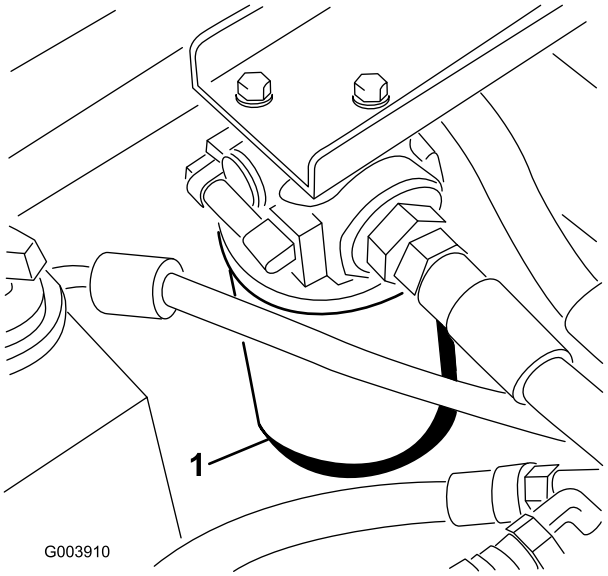

Figur 72
2. Rengør området rundt om filtermonterings-området (Figur 72), og sæt en bakke under filteret.